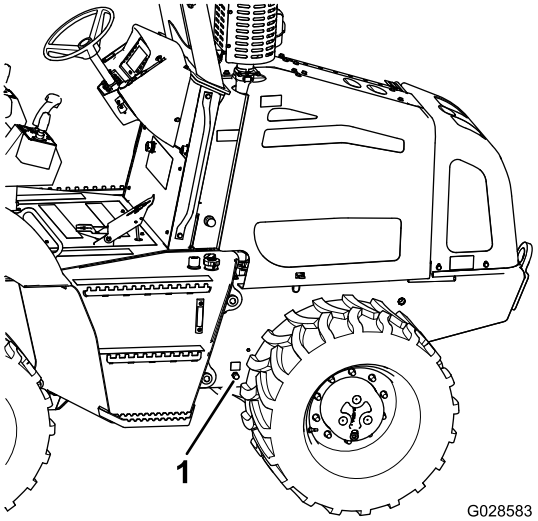

Figure 63
4. Place a drain pan that has a minimum capacity of 20 L (21 US qt) under the engine-oil drain fitting (Figure 63).
5. Remove the cap from the drain fitting and allow the engine oil to drain completely (Figure 63).
7. Install the cap onto the drain fitting (Figure 63).
1. Remove the oil-fill cap from the valve cover by rotating the cap and pulling it upward (Figure 63).